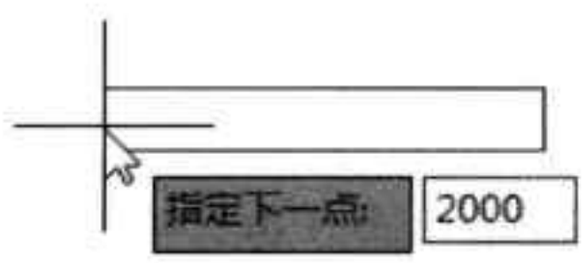

图5-17 指定多线起点绘制多线
Step 02 在绘图区中，指定好多线起点，将光标向左移动，并在命令行中输入多线距离值为 2000，按回车键，如图 5-17 所示。